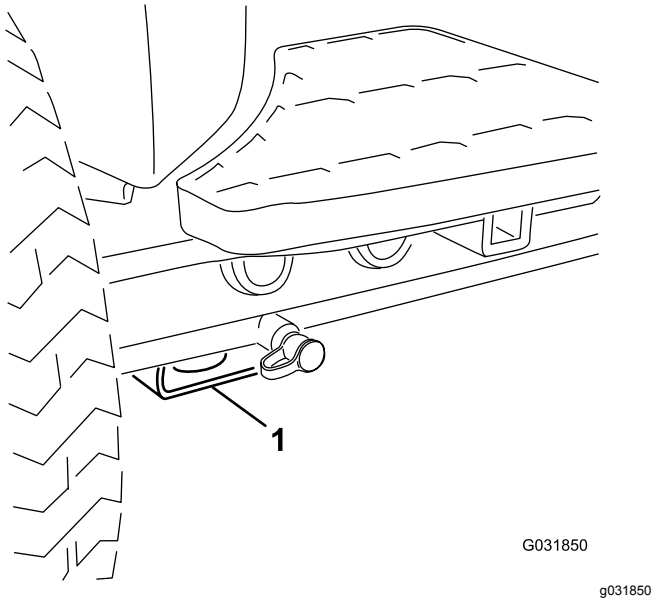

**Figur 56**
- Foran – rektangulær plate under akselrøret, innenfor hver av de fremre festepunktene (Figur 56).